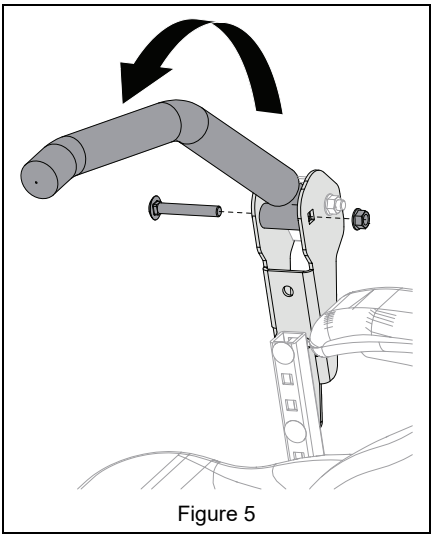

Figure 5
10. Rotate steering lever inward and reinstall eccentric spacer using original hardware. See Figure 5.